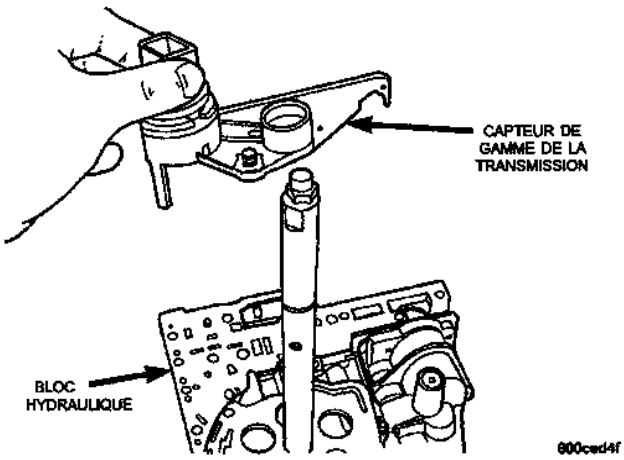

Fig. 23 Dépose du capteur de gamme de la transmission
(14) Faire coulisser le capteur de gamme de la transmission sur l'arbre manuel et le déposer (Fig. 23).